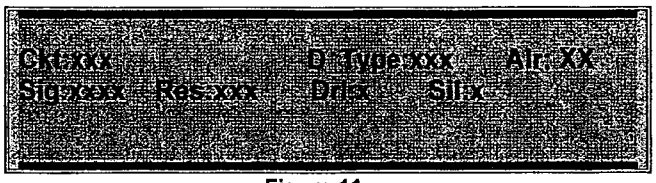

Figure 11
3. When a signal circuit is selected for programming from the operators display, Figure 11. The red LED of the selected circuit will illuminate.